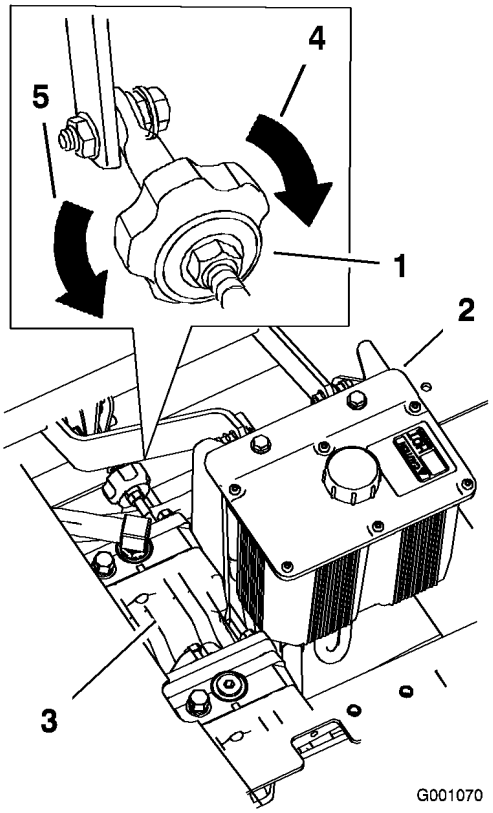

Figur 70
2. Ställ in pumpstavslängden genom att vrida ratten i lämplig riktning tills hjulet står stilla eller långsamt kryper bakåt (Figur 70).